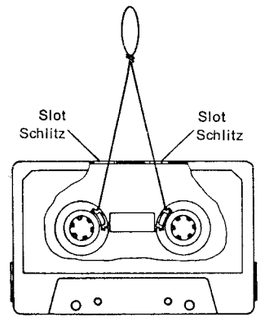

Fig. 2
8.2 Eine einfache, aber ausreichende Messung kann mit einer Federwaage und umgebauter Cassette durchgeführt werden (siehe Fig. 2).
8.3 Eine alte TB-Cassette verwenden. Das Tonband ist zu entfernen und ein ca. 20 cm langes, etwas dickeres Skalenseil an den Tellern (20 mm Durchmesser) befestigen und durch zwei eingefeilte Schlitze an der Rückseite herausführen, mit einer Schleife versehen (siehe Fig. 2) und daran eine Federwaage einhängen.
8.2 An easy but sufficient measuring can be carried out with a spring balance and a modified cassette (see fig. 2).
8.3 We recommend the use of an old cassette. Remove the tape from the cassette and insert a 20 cm piece of dial cord instead. This cord is fastened to the reels (20 mm ϕ) and led through two slots which are filed in the rear side of the cassette. Form a loop with the cord as shown in fig. 2 and then suspend spring balance.